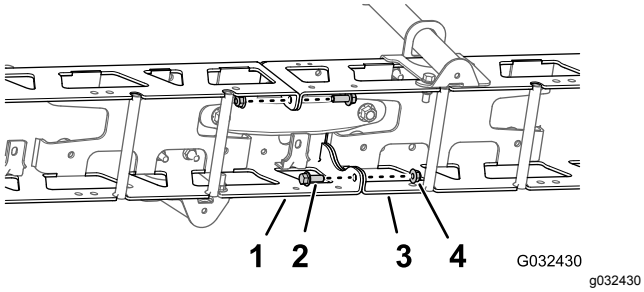

Figur 52
1. Afmonter de 2 flangehovedbolte (3/8 x 1 tomme) og 2 låsemøtrikker (3/8 tomme), der fastgør de lodrette flanger på venstre og højre afstiverstel (Figur 52).